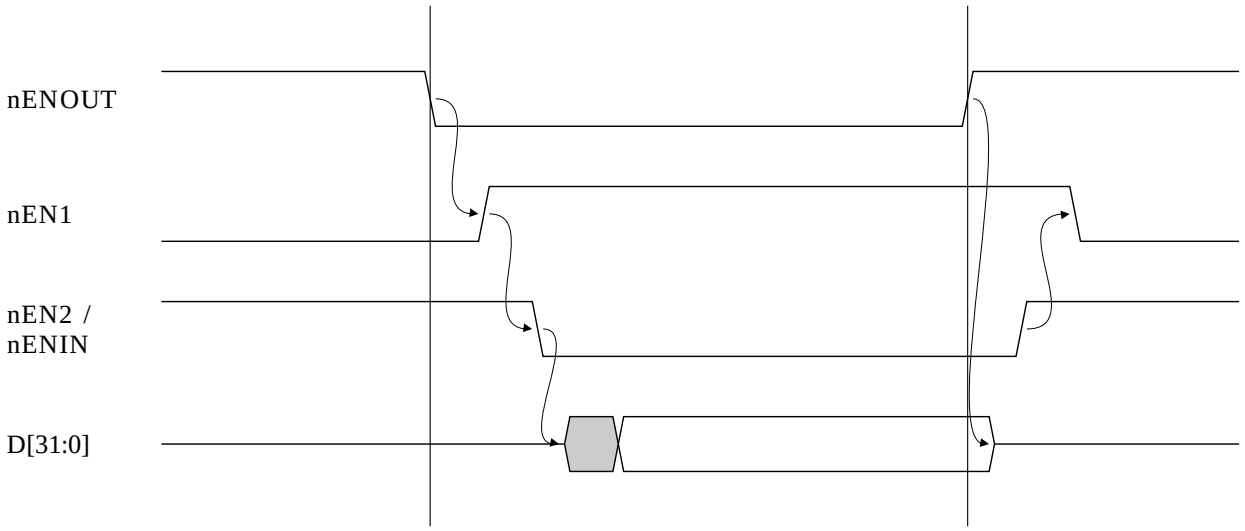

**Figure 39: Data Bus Control Signal Timing**
*Figure 39: Data Bus Control Signal Timing* shows how the various control signals interact. Under normal conditions, when the data bus is configured as input, **nENOUT** is HIGH, **nEN1** is LOW, and **nEN2**/**nENIN** is HIGH. Thus the pads drive **XD[31:0]** onto **D[31:0]**.